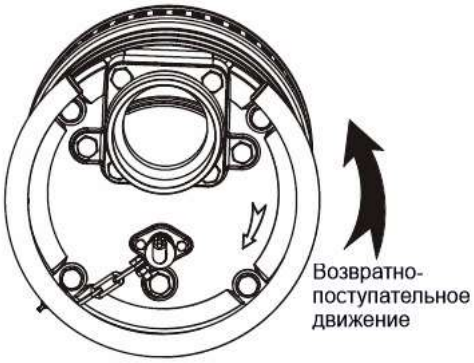

Рис.17
3.5.1.2. Посмотреть на насос сверху. Т.к. рабочее колесо не видно, лучший способ проверить вращение – это проверить возвратное движение насоса, когда насос только начинает работать. Возвратно-поступательное движение насоса должно быть против часовой стрелки, как показано на рис. 17.